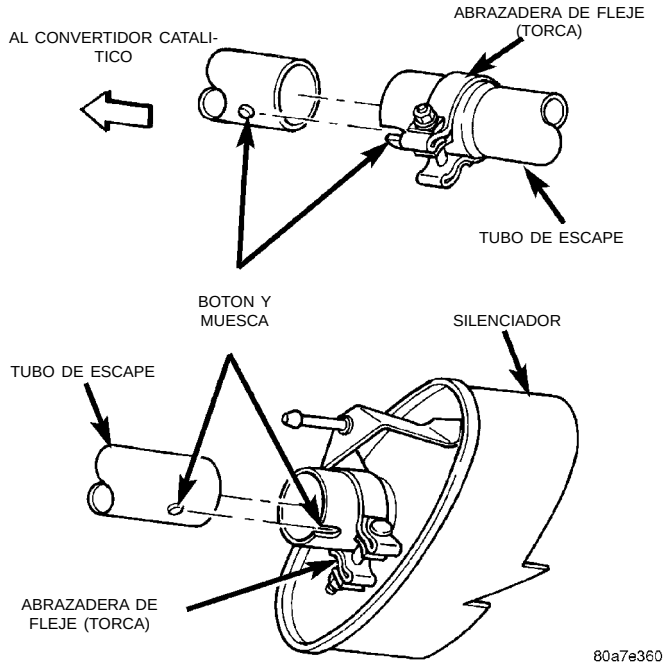

Fig. 5 Conexión de la junta de corredera
(1) Eleve el vehículo con un elevador y aplique aceite penetrante en el dispositivo de fijación de la abrazadera de fleje del componente que se retira (Fig. 5).